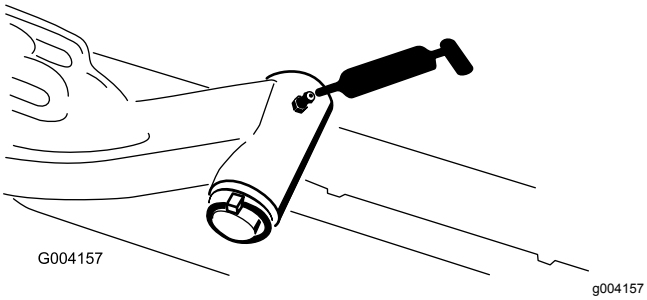

Figur 79
- Lyftarmens svängaxel (1 var) (Figur 79)